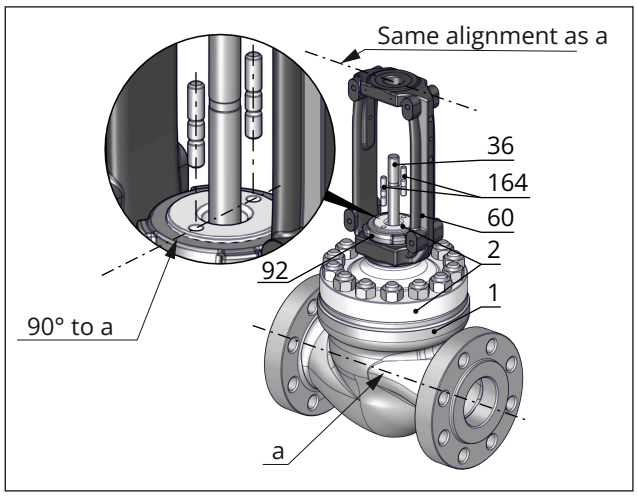

Fig. 26: *Alignment of bonnet on the valve body and alignment of yoke on the bonnet*
2. Fasten the travel indicator scale (84) with hanger (83) and warning label (255), if applicable, to the yoke using the screws (82). While fastening it, position the travel indicator scale (84) on the hanger (83) according to Table 8.
3. Screw tight the holder (302) using the screws (306) and washers (308). Observe the tightening torques specified in Table 7.
4. Place the yoke (3) on the bonnet in such a way that the two holes on the top of the bonnet are aligned with the open sides of the yoke (see Fig. 26).
5. Fasten the yoke (3) using the castellated nut (92).
a) Place the packing flange (162) over the studs (164) of the valve bonnet (2/21) on the packing follower (8).
b) Thread the two packing nuts (163) (including disk springs when packing flange is loaded by external spring elements) onto the studs (164) and finger-tighten them. In the version with spring-loaded packing, the packing nuts (163) must be guided through the holes in the packing flange.